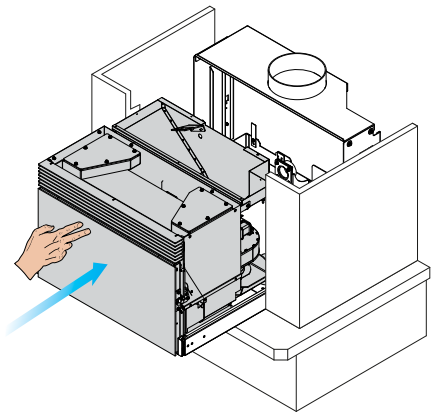

Abb. 6.1.12
12) Schieben Sie das Gerät bis zum Anschlag auf die Schienen. (Abb. 6.1.12)